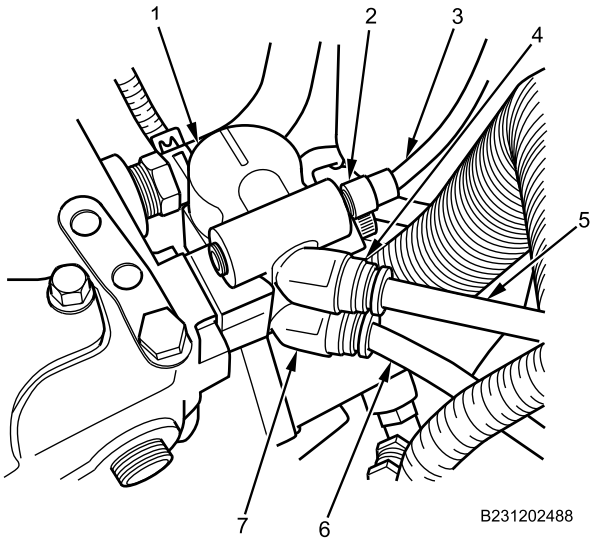

Figure 1. Air Compressor Governor Connections.
1. Disconnect BLACK exhaust brake solenoid supply air line connection (Figure 1, Item 3) from air compressor governor (Figure 1, Item 1) fitting (Figure 1, Item 2).
2. Disconnect BLACK reservoir supply air line connection (Figure 1, Item 5) from air compressor governor (Figure 1, Item 1) fitting (Figure 1, Item 4).
3. Disconnect SILVER unloader port air line connection (Figure 1, Item 6) from air compressor governor (Figure 1, Item 1) fitting (Figure 1, Item 7).